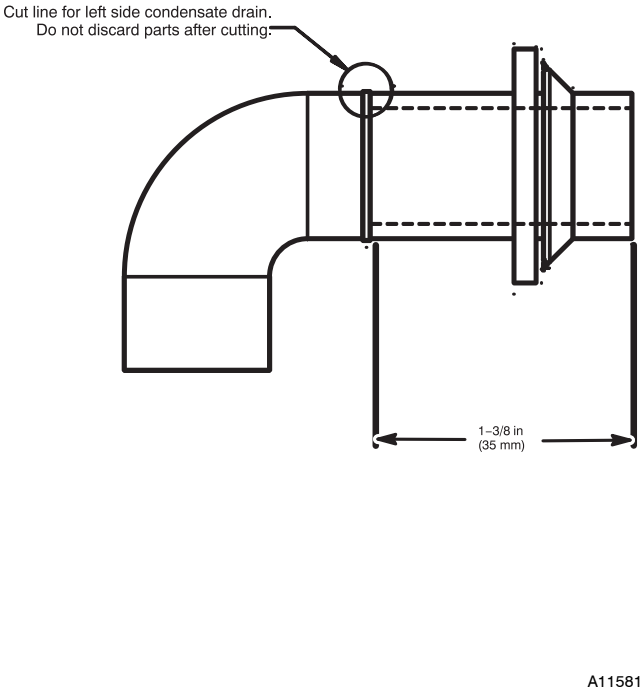

Fig. 15 - Modify Rubber Drain Elbow
3. The Z-pipe is connected to the condensate trap and the outside of the furnace by modifying the formed rubber drain elbow as shown in Fig. 15.
4. Remove the formed grommet from the rubber drain elbow by cutting the elbow along the vertical line located about 1–3/8 in. (35 mm) away from the formed grommet. See Fig. 15. **DO NOT DISCARD THE FORMED GROMMET OR THE RUBBER ELBOW**. Both of these pieces will be used.
TIP FROM CONTRACTORS: When installing the furnace horizontally, use the entire drain elbow (that is, do NOT cut as shown in Fig. 15 to connect the trap to the drain line. This helps to prevent bumps and shocks to the drain line from damaging the furnace drain trap. Avoid misalignment of the drain pipe which may cause kinks in the elbow.